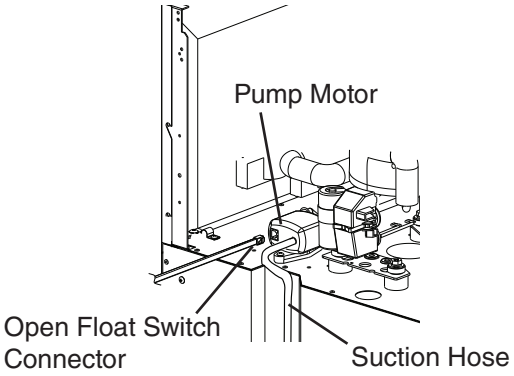

Fig. 4
3) Remove the reservoir and float switch from the accessory bag. Uncoil the float switch cable only. ***NOTICE!*** **Do not remove the nylon ties securing the plastic bag to the reservoir and protecting the float switch connection.** Next, plug the open float switch connector into the pump. See Fig. 4.